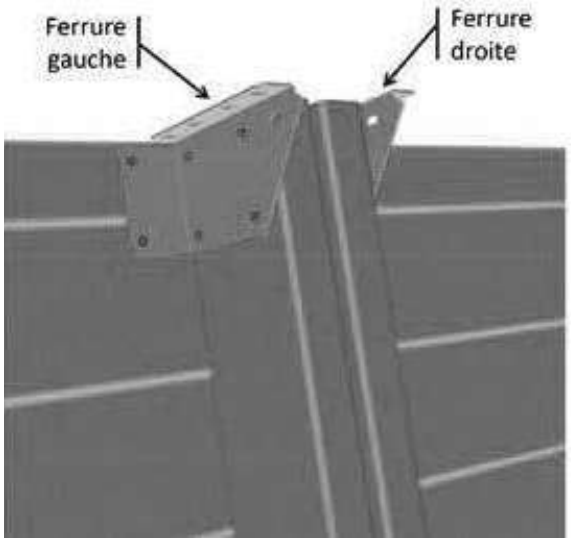

Figure 17 – Mise en place des ferrures en haut des jambes de force
- En haut des jambes de force, mettez en place quatre ferrures « droite » et quatre ferrures « gauche » du kit « Éléments de fixation » selon la *Figure 17*. Utilisez 6 vis penture torx 6 × 20 en inox A2 (sachet G) par ferrure, soit un total de 48 vis.